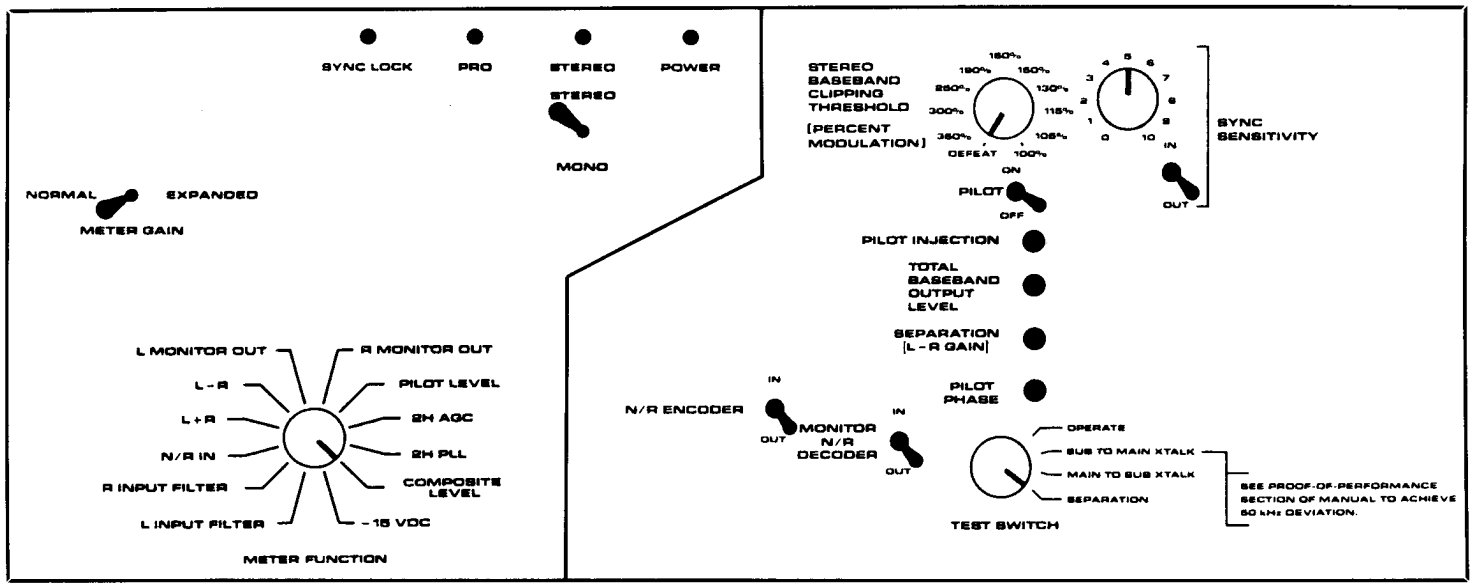

Figure 4: Control Settings for Steps 11 and 14
a) Set controls as shown in Figure 4. Verify that the Stereo Generator's SYNC LOCK LED is lit.